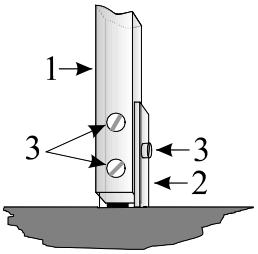

Рис. 10.10
10.2.1 Выполнить работы аналогичные изложенным в п.п. 10.1.1.1. и 10.1.1.2. Произвести разметку рубежа с интервалом ~4…5 метров, в местах разметки выкопать углубления размером 300×300×600. Установить в углубления пасынки из КМЧ4 под углом 90° к поверхности земли, оставляя над поверхностью часть пасынка высотой ~0,3 или 0,5 м по разделительной метке, и залить углубление бетоном или раствором в соответствии с рис.10.9. После затвердевания раствора прикрепить стойки 1 к пасынкам 2 с помощью винтов (болтов) 3 в соответствии с рис. 10.10.